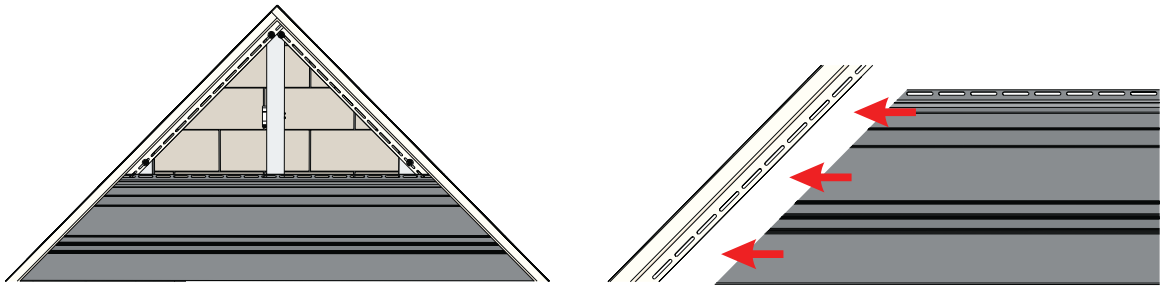

Рисунок 80
17.4 Под фронтонным свесом монтируется J-профиль. Сайдинг подрезается под нужным углом, вставляется в J-профиль и монтируется с соблюдением общих правил монтажа. (рис. 80).